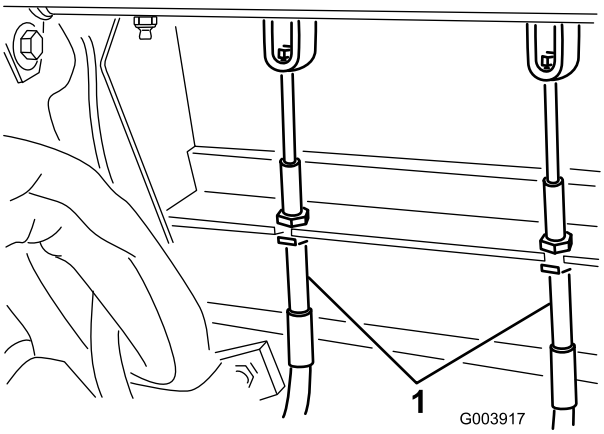

Figur 68
2. Stram bremserne for at reducere bremsepedalernes frie vandring ved at løsne den forreste møtrik på bremsekablets gevindende (Figur 68).